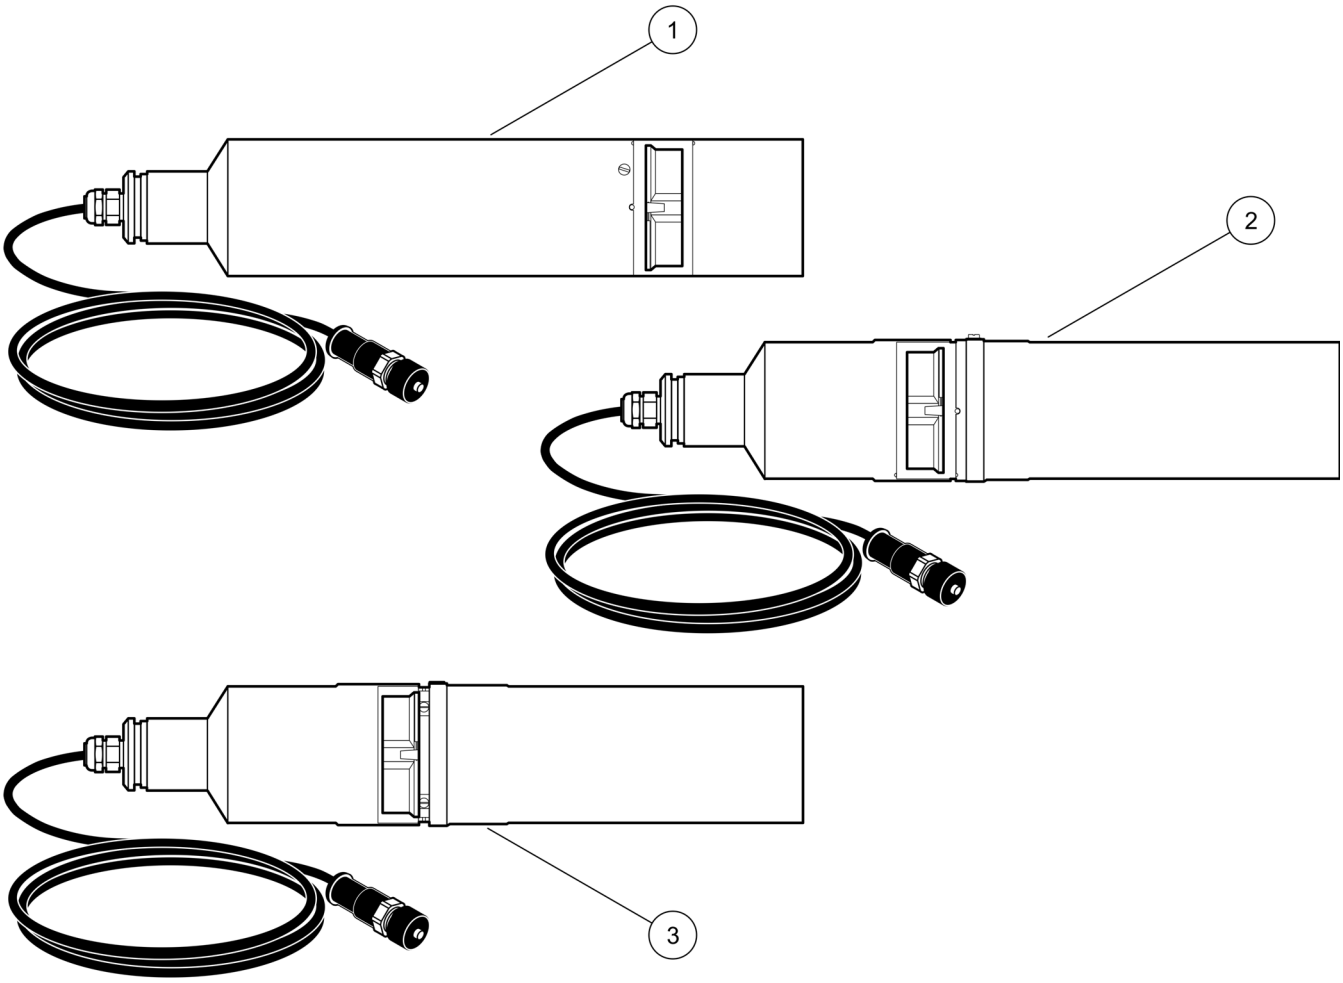

Figuur 2 NITRATAX sc sensoruitvoeringen
De **NITRATAX plus sc** sensor (Figuur 2, pos. 1) meet de nitraatconcentatie tot 100 mg/l N direct ondergedompeld in het medium. De sensor kan zonder transport en behandeling van het monster worden gebruikt in actiefslibbekkens in gemeentelijke zuiveringsinstallaties, in oppervlaktewater, onbehandeld water en behandeld drinkwater. Het systeem kan bovendien worden gebruikt om de uitvoer van zuiveringsinstallaties te controleren.
De **NITRATAX eco sc** (Figuur 2, pos. 2) meet de nitraatconcentratie tot 20 mg/l N direct ondergedompeld in het medium. De sensor kan zonder transport en behandeling van het monster worden gebruikt in actiefslibbekkens in gemeentelijke zuiveringsinstallaties.
De **NITRATAX clear sc** (Figuur 2, pos. 3) meet de nitraatconcentratie tot 20 mg/l N direct ondergedompeld in het medium. De sensor kan zonder transport en behandeling van het monster worden gebruikt in zuivere media, zoals oppervlaktewater, behandeld drinkwater en uitvoer van zuiveringsinstallaties.